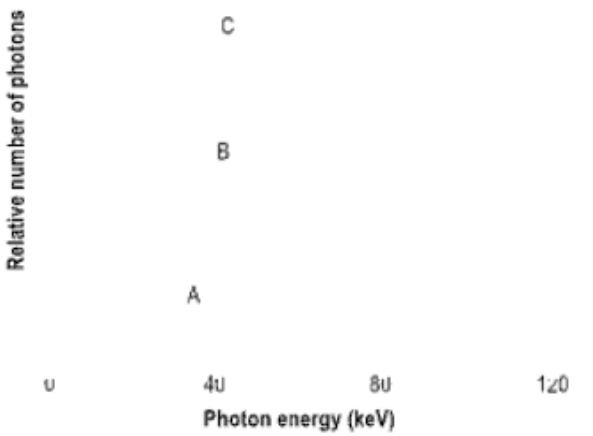

Figure 1.9 Effect of tube kilovoltage (kV) on X-ray spectra for three tube potentials: A, 40 kV; B, 80 kV; and C, 120 kV.
The area of the spectrum represents the total output of all X-ray photons emitted. Figure 1.9 compares the spectrum from a tube with a tungsten target, operating at three different kV values. As the tube voltage is increased, both the width and height of the spectrum increase.
- Increasing the kV shifts the spectrum upwards and to the right, as shown in Figure 1.9. It increases the maximum and effective energies and the total number of X-ray photons. Below a certain kV (70 kV for a tungsten target), the characteristic K-radiation is not produced.